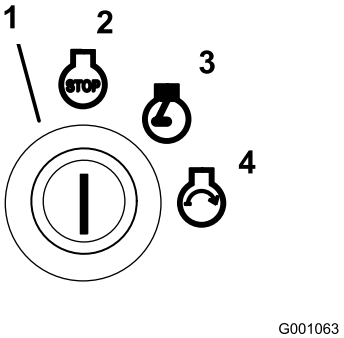

**Figur 12**
6. Drej tændingsnøglen med uret til positionen Run (Kør) (Figur 12).
9. Drej nøglen til startpositionen. Gløderørskontrollampen tændes. Slip nøglen, når motoren starter (Figur 12).
2. Drej tændingsnøglen med uret til positionen Run (Kør) (Figur 12).
4. Drej tændingsnøglen til positionen Off (Fra) (Figur 12). Vent, til alle bevægelige dele er standset, før du forlader betjeningspositionen.